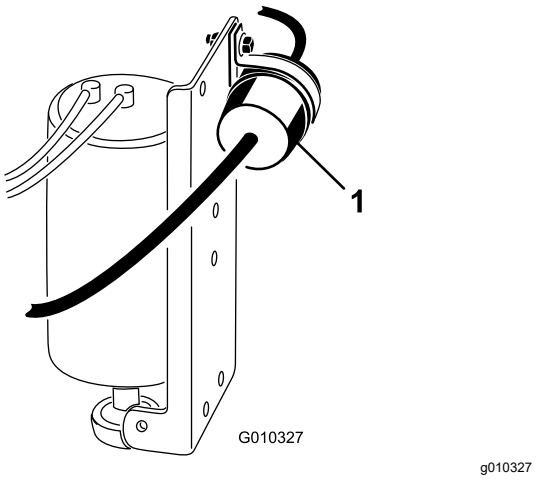

Figura 38
2. Coloque un recipiente debajo del filtro de combustible (Figura 38).